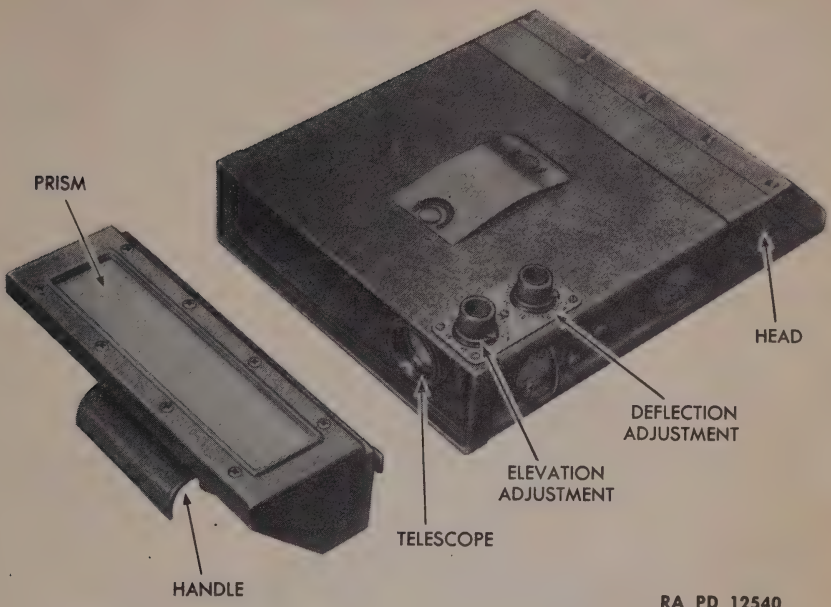

Figure 35—M4 Periscope for 75-mm Gunner
d. The mount of the 75-mm gunner's periscope is linked to the gun by means of an arm and rod linkage so that its position changes with any change in the position of the gun. This periscope includes a telescope which can be adjusted for elevation and deflection to provide perfect synchronization with the gun, as determined by bore sighting (fig. 35).